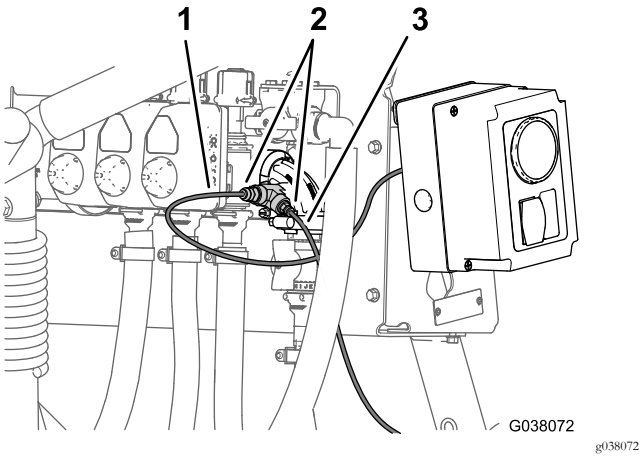

Figura 125
1. Alinee el extremo del tubo del sensor de presión (plástico) del indicador de presión del salpicadero con el anillo de bloqueo del acoplamiento del tubo del acoplamiento en T (Figura 125).
2. Inserte el tubo del sensor en el anillo de bloqueo hasta que el tubo esté correctamente asentado (Figura 125).
3. Alinee el extremo del tubo del sensor de presión (plástico) del indicador de presión de la caja de control del Kit de pistola de fumigación o Kit de carrete de manguera eléctrico con el anillo de bloqueo del acoplamiento del tubo del acoplamiento en T (Figura 125).
4. Inserte el tubo del sensor en el anillo de bloqueo hasta que el tubo esté correctamente asentado (Figura 125).